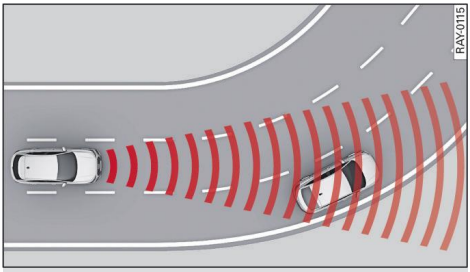

Fig. 107 Example: Driving into a bend
– When driving into a bend ⇨ *Fig. 107* and driving out of a bend, the system may react to a vehicle travelling in the next lane and therefore brake the vehicle. You can override this by accelerating briefly.